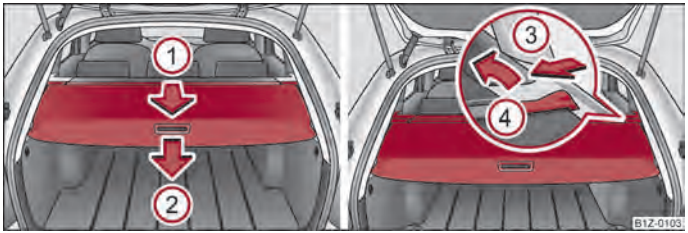

Fig. 60 Luggage compartment: foldable luggage compartment cover/removing foldable luggage compartment cover
– Pull the foldable luggage compartment cover in direction of arrow ① as far as the stop into the secured position ⇒ fig. 60.
If you wish to use the entire luggage compartment, you can remove the foldable luggage compartment cover ⇒ fig. 60.